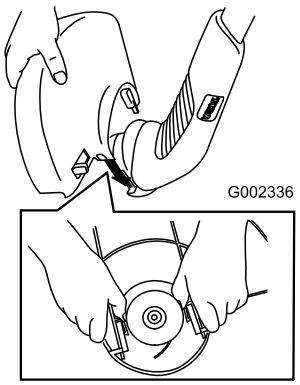

Figure 2
3. Montez le déflecteur de la manière indiquée (Figure 2), en l'enclenchant de chaque côté de la débroussailleuse.